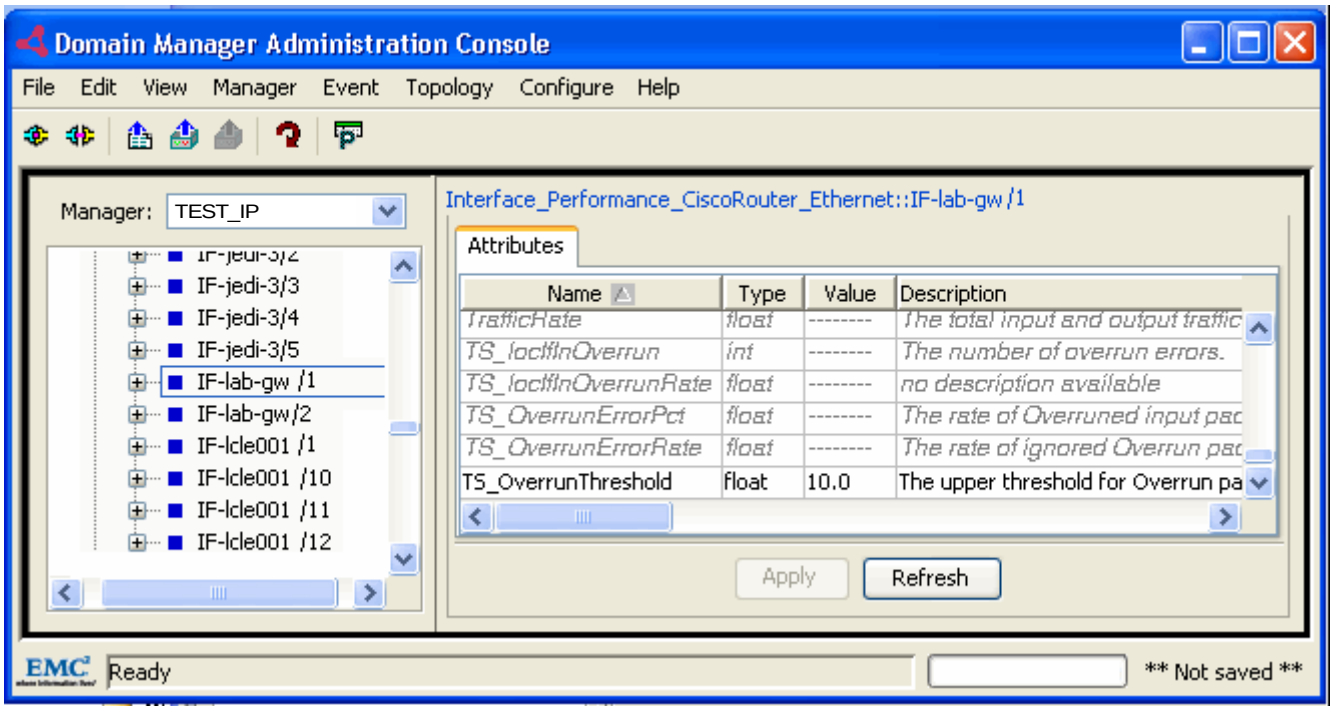

Figure 10 Attributes tab with the new attributes before polling
4. In the **Attributes** tab, shown in Figure 10 on page 66, verify that the following attributes have been added to the Interface_Performance_CiscoRouter_Ethernet instance: